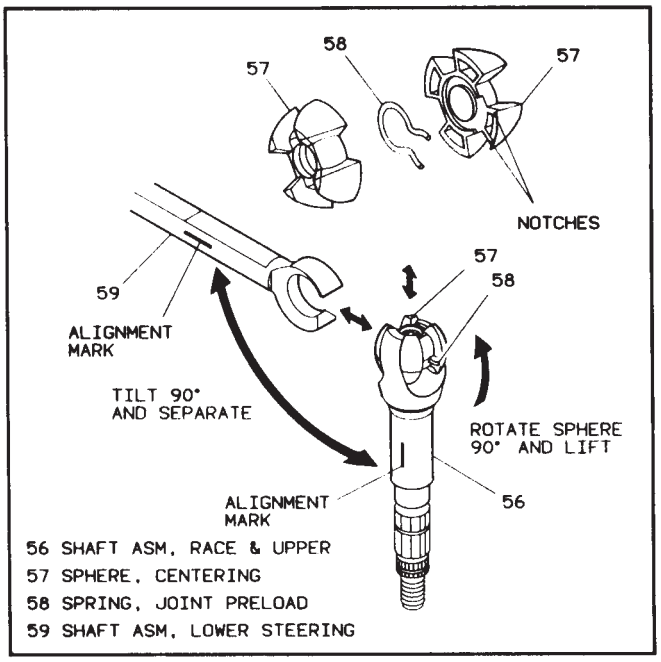

Figure 16 – Removing Steering Shaft Components
- Mark upper shaft assembly (56) and lower steering shaft asm (59) to ensure proper assembly. Failure to assemble properly will cause steering wheel to be turned 180 degrees. (See figures 16 and 17)